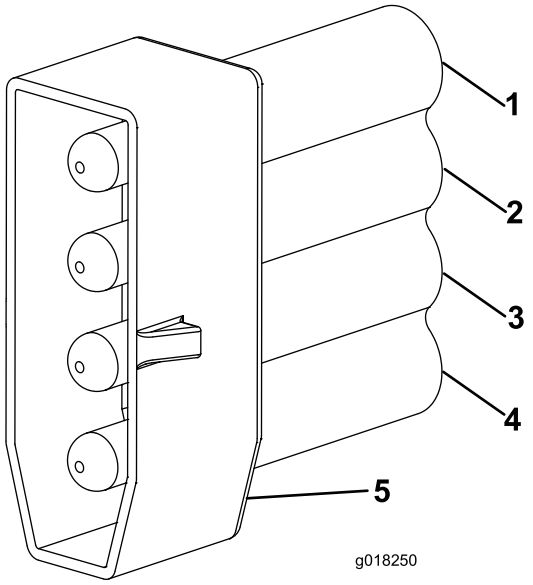

Figur 12
7. Montera PM4-kabelanslutningen på kablaget genom att trycka in stiften i kontakten. (Figur 12). Identifiera och markera anslutningen som höger så att du kommer ihåg identifieringen när du ansluter kabeln till maskinens huvudkablar.